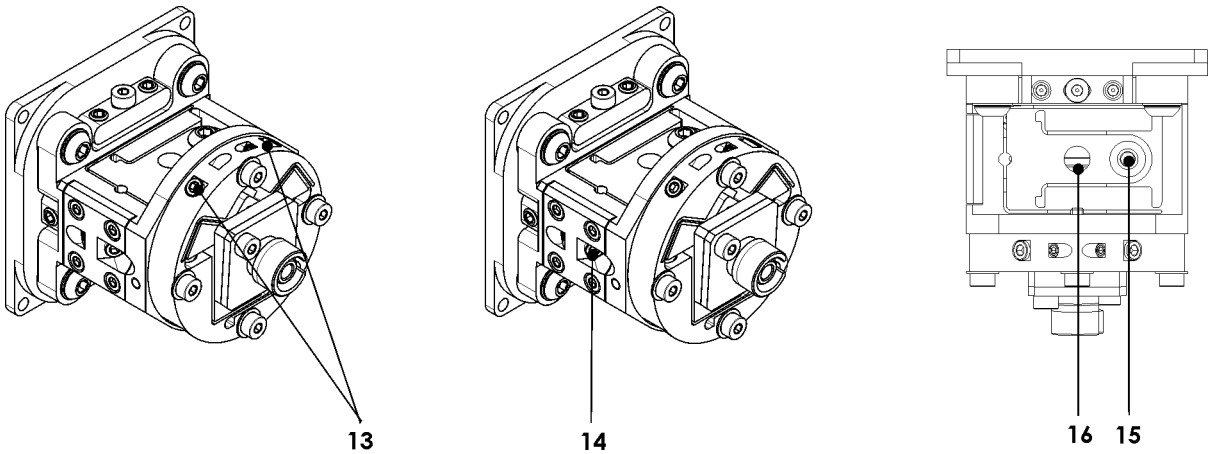

Figure 5 Alignment of the FIBERDOCK
Mount the LMA (5) on the adaptor using 4 screws M 2 of appropriate length so that all adjustment screws are accessible, especially the lens focus adjustment (see items (15, 16) in Figure 5).